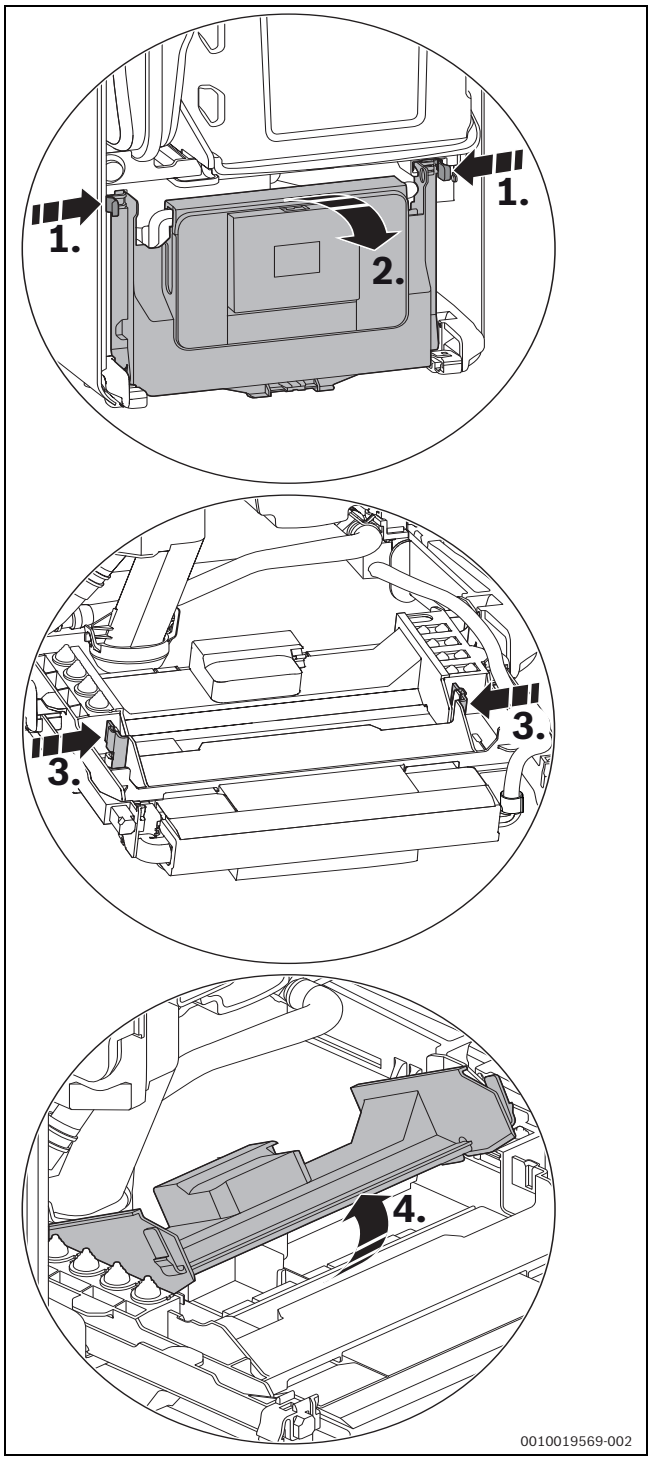

Fig. 31 Ouvrir l'appareil de commande
- ▶ Rabattre l'appareil de commande (→ fig. 31).